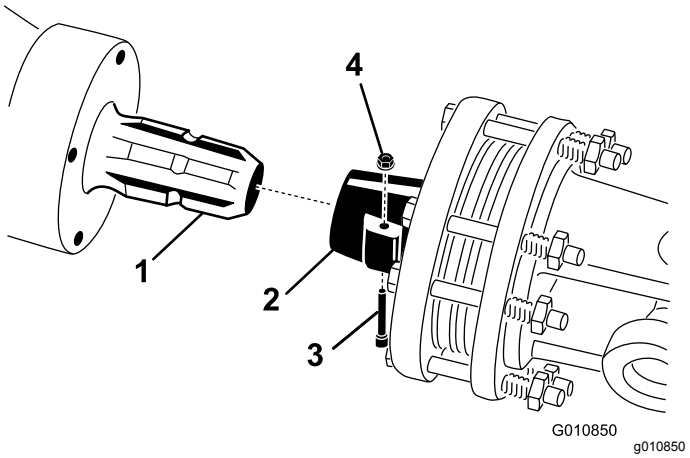

Figur 23
1. Fjern tappen og mutteren fra kraftuttaksakselen (Figur 23).
2. Koble clutchenden på kraftuttaksakselen til den inngående akselen på luftemaskinens girkasse, ved hjelp av tappen og mutteren som du fjernet tidligere (Figur 23).